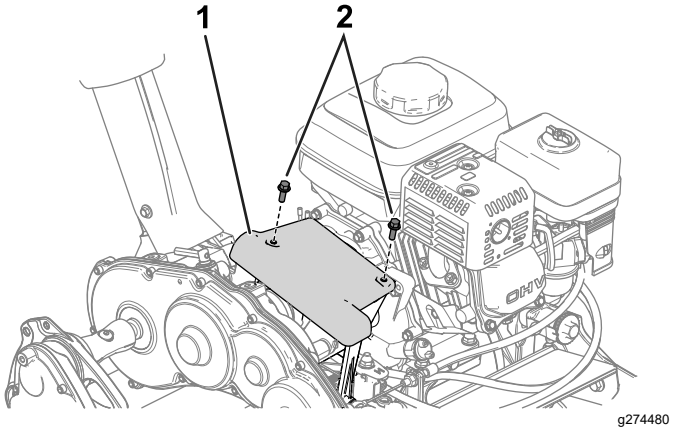

Figur 29
1. Du kommer åt friktionsskivan och tryckplattan genom att avlägsna kopplingskåpan (Figur 29).